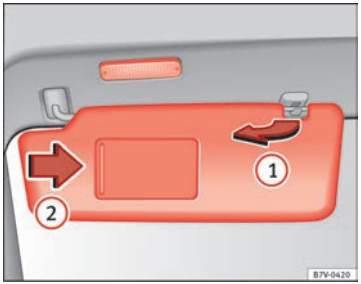

Fig. 65 Sun visor
- The sun visor can be pulled out of its mounting and turned towards the door ⇒ Fig. 65 (1).